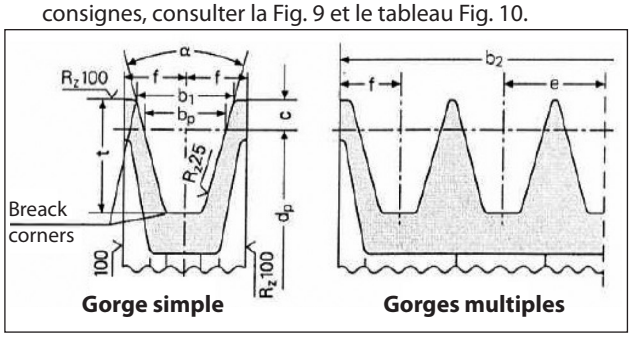

Fig. 9
a) Utiliser des poulies pour courroies trapézoïdales avec les dimensions de la gorge prescrites/conseillées par le constructeur de la courroie utilisée. En l'absence de consignes, consulter la Fig. 9 et le tableau Fig. 10.